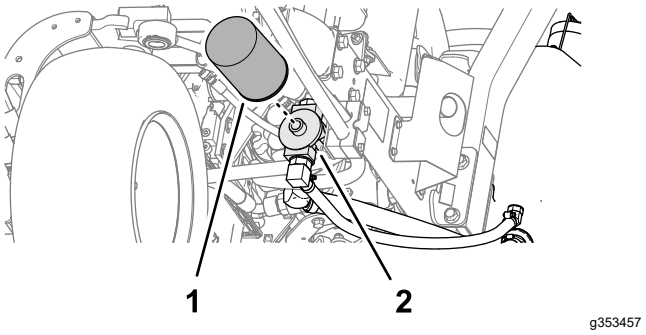

Rysunek 91
2. Oczyść obszar wokół filtra. Podstaw pod filtr wanienkę na olej (Rysunek 91) i odkręć filtr.